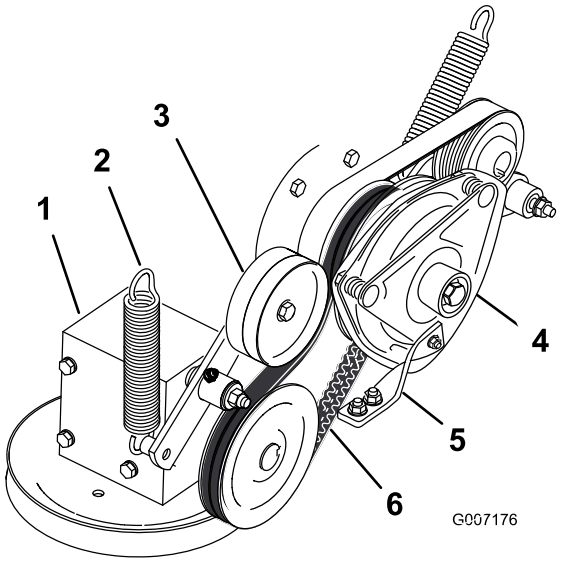

**Figur 68**
4. Tag fjederen af styrearmen (Figur 68).
7. Monter kraftudtagets drivrem omkring koblingens remskive og gearkassens remskive (Figur 68).
9. Monter fjederen på styrearmen (Figur 68).